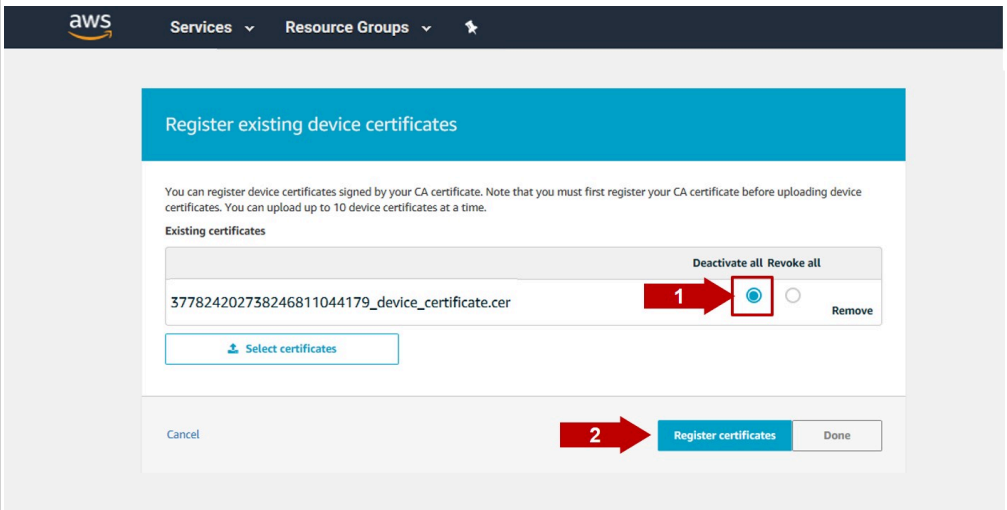

Figure 78. Register and activate device certificate
5. Select the option ***Activate all*** (1) and click on the button **Register certificates** (2) as shown in Figure 78.